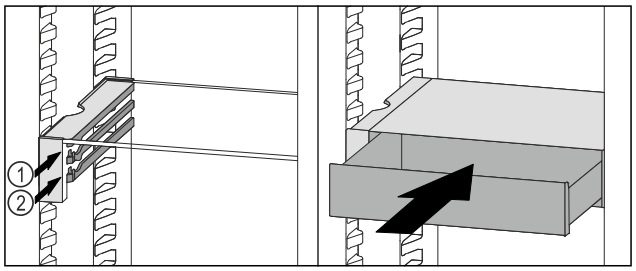

Fig. 136
- ▶ Place the VarioSafe drawer behind the stoppers on desired rib *Fig. 136 (1)* or *Fig. 136 (2)*.